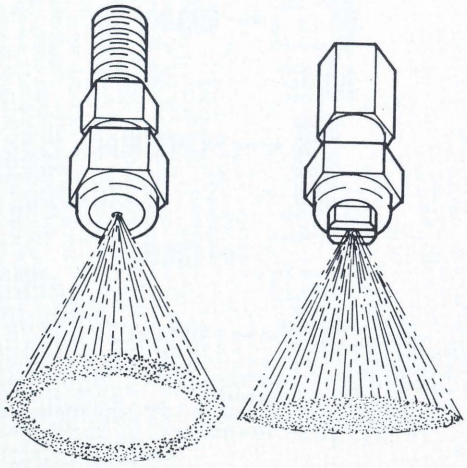

Fig. 4 A hollow-cone nozzle (left) and flat fan nozzle (right).
4. Important facts to know when hitching a plow to a tractor are: (A—location of the center of friction) (B—length of the figure 4) (C—location of center of tractor pull) (D—location of the center of load) (E—location of line of draft). Mark three answers. _____